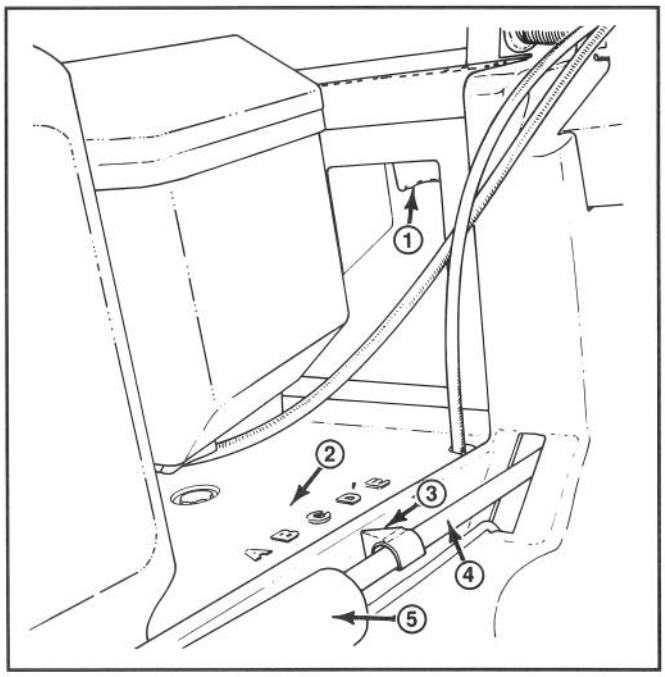

**Abbildung 14**
2. Den Hebel für die Schnitthöheneinstellung mit einem oder zwei Fingern drücken (Abb. 14).